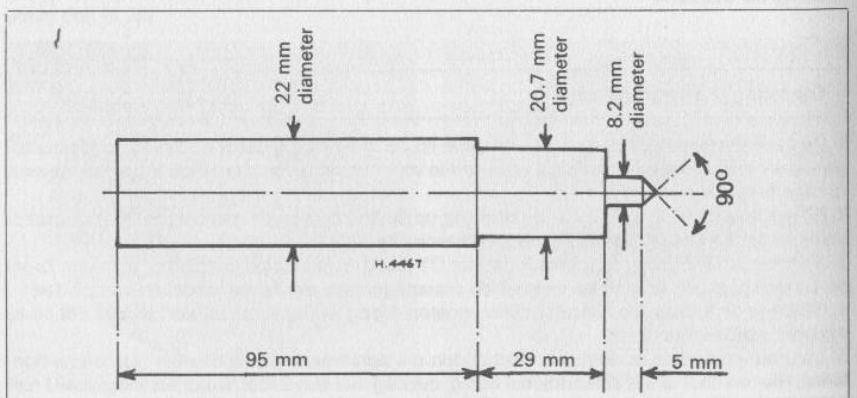

FIG. 2.5. KOPPELINGSPLAATCENTREERPEN VOOR ALLE MODELLEN TOT 1980
9. De koppelingsplaat moet nog worden uitgelijnd. Hiervoor kan de versnellingsbakas worden gebruikt, het BMW gereedschap 21.2.650 of het gereedschap van eigen fabrikaat (zie fig.2.5). Laat de centreerpen zitten, terwijl de schroeven worden aangedraaid. Doe dat beetje bij beetje tot een moment van 23 Nm (2,3 kgm) bereikt is. Verwijder de centreerpen.